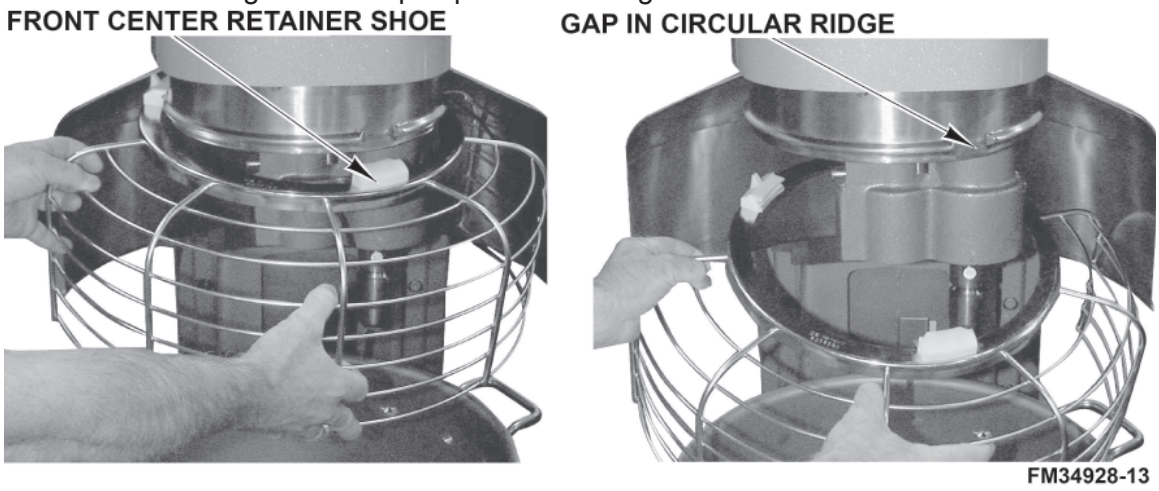

**Fig. 10**
**Remove and Clean Wire Cage** (Fig. 10)